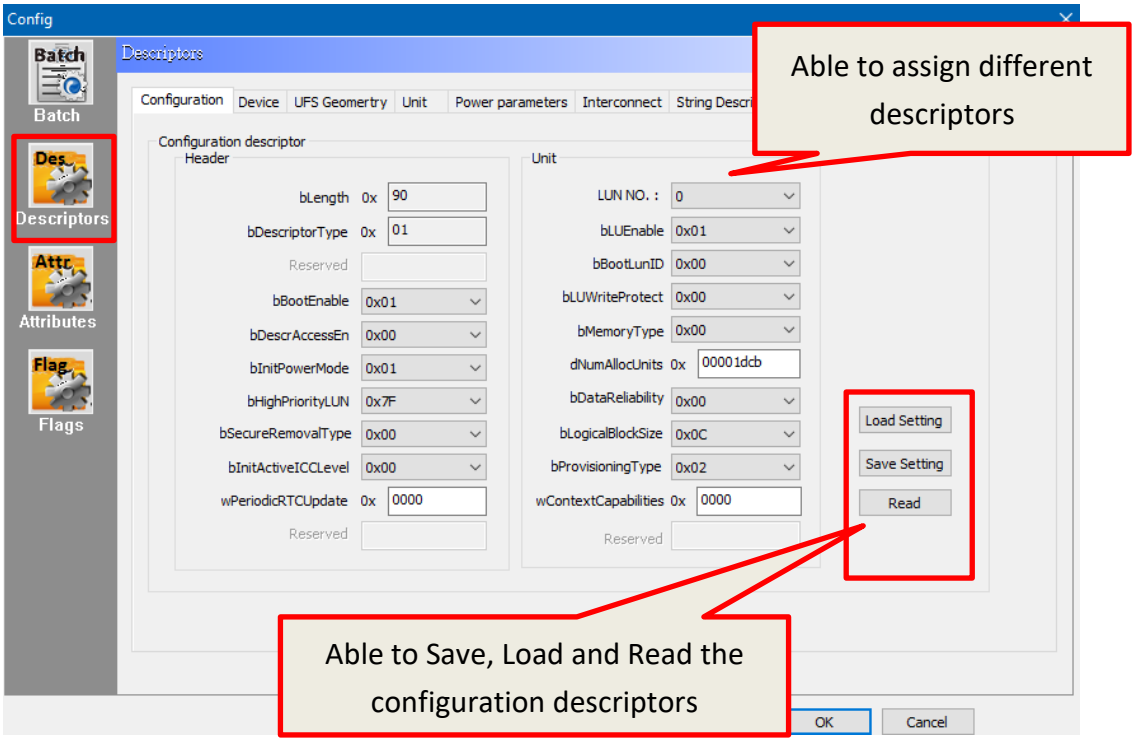

Fig. 5-18
- **Descriptors**: It provides all UFS descriptor settings. Use **Write Descriptor** to write; test read is also available on this page. (Fig 5-18).